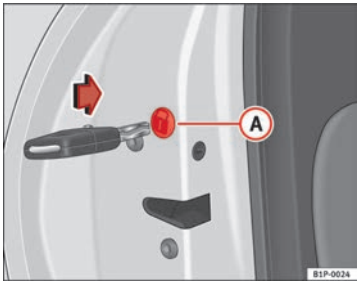

Fig. 58 Chiusura di emergenza delle porte
Aprire la porta e rimuovere il tappo (A) ⇒ fig. 58 su cui è disegnato un lucchetto. Rimarrà scoperto un componente circolare e girevole con una feritoia in centro. Introdurre la chiave nella feritoia e girare il componente in senso orario per le porte a destra e in senso antiorario per le porte a sinistra.